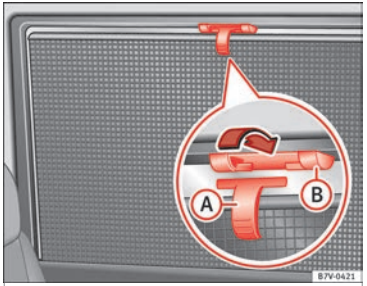

Fig. 144 On the rear right-hand window: sun blind
- Pull the sun blind by the handle ››› **Fig. 144** (A) up to the top.
- Hook both rings of the fastening rod in the spaces provided (B). Check that the sun blind is securely hooked into the spaces provided when it has been lowered (B).